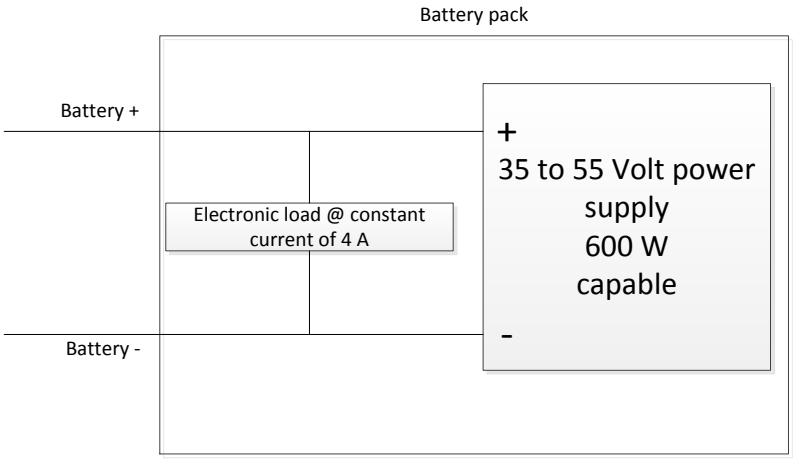

**Figure 13. Battery Pack**
**Battery:** A 13 cell Li-ion battery pack capable of delivering 10 A of current. If a battery pack is not available, then a battery pack can be emulated using a DC power supply and a load as shown in Figure 13. The DC power supply is capable of 35V to 55VDC with minimum power rating 600 W, with current limit function. The DC voltage source to be used should meet IEC60950 reinforced insulation requirement.
3. If the battery is not available, use an emulated battery as described in Figure 13: connect a DC supply to the battery terminal J3 of PMP21529. This DC supply is used to emulate the battery, will be called “battery supply” thereafter. Keep the supply turned off. Connect an electronic load in constant current mode to the battery input terminal J3 of PMP21529. The electronic load will be called as “battery load” thereafter. Keep the load turned off.